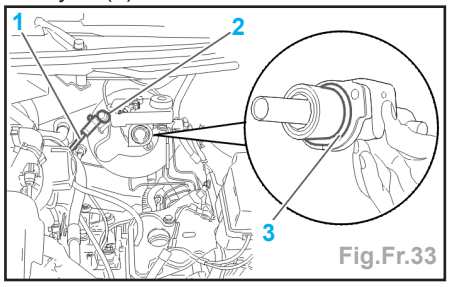

Fig.Fr.33
- contrôler : la présence du joint d'étanchéité (3) (Fig.Fr.33),
- remplacer le clapet antiretour (2) et le tuyau (1).